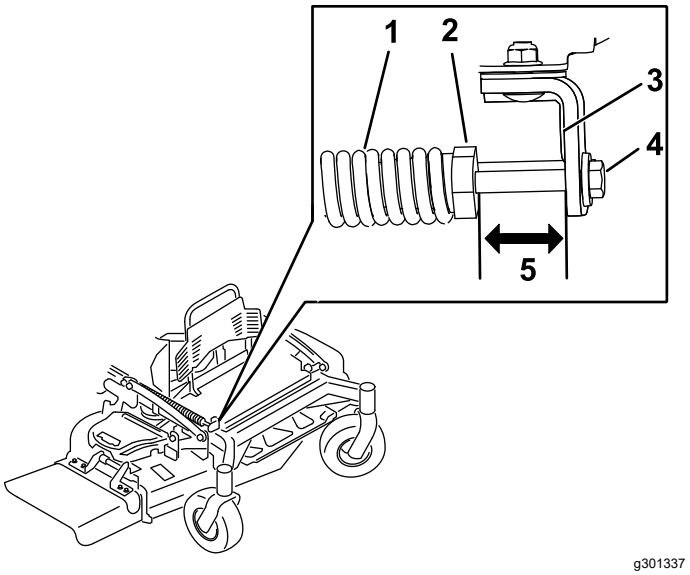

Figura 86
2. Compruebe la distancia entre la tuerca del muelle y el lado trasero del soporte de montaje soldado (Figura 86).
3. Asegúrese de que la longitud es de 51 mm (2") para carcasas de corte de 122 y 132 cm (48" y 52") y de 38 mm (1.5") para carcasas de cortacésped de 152 cm (60"), como se muestra en la Figura 86.
4. Si es necesario, ajuste la distancia ajustando el perno situado en la parte delantera del soporte de montaje (Figura 86).